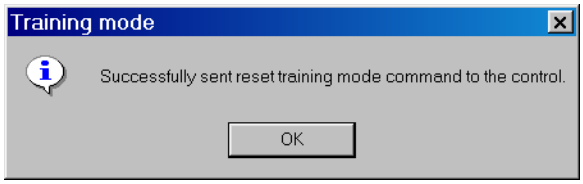

Figure 2-41 Motor Current Profile Reset Training Mode Successfully Sent Confirmation Screen
4. Select **OK**. TapTalk® will display a Motor Current Profile Reset successfully sent confirmation screen (Figure 2-41).